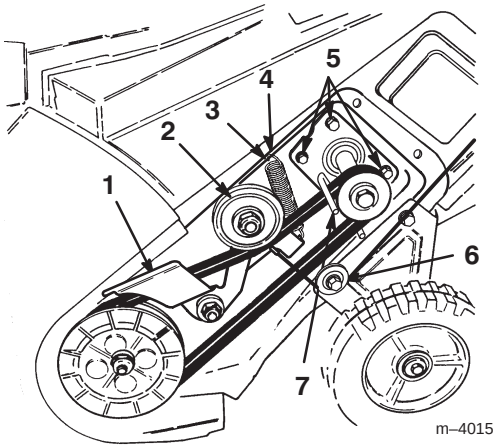

Figure 13
6. Loosen the four engine mounting nuts enough to allow the belt guide to rotate away from the drive pulley (Fig. 13).
13. Ensure that the long end of the idler spring is hooked in the housing hole and the round end of the spring is hooked in the brake arm (Fig. 13).
14. Lift up the brake arm assembly, squeeze the new drive belt together, and route it under the idler pulley (Fig. 13).
Important Ensure that the drive cable is on the cable pulley before you install the left side cover (Fig. 13).